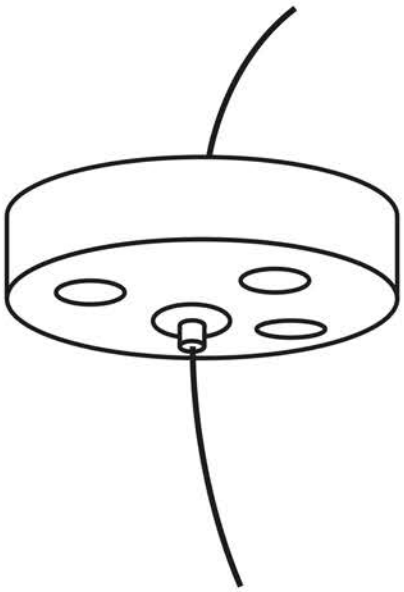

Рис. 5
5.5.2 Рассчитайте необходимую длину подвеса. Проденьте трос на отмеренную длину через цанговый фиксатор потолочного кронштейна (см. рисунок 5).